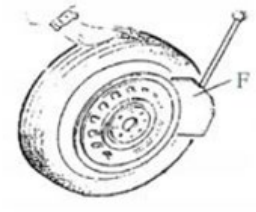

Fig 5
Assicurarsi di far fuoriuscire completamente l'aria dal pneumatico, posizionando il pneumatico contro il tampone di gomma (S). Avvicinare la pala (F) al tallone a circa 10 mm dal bordo del cerchione, come mostrato nella Fig. 5. Premere il pedale stallonatore (U) per spingere la pala nel pneumatico. Ripetere le operazioni di cui sopra in diverse posizioni intorno al pneumatico e su entrambi i lati del pneumatico fino al completo rilascio del tallone. (Fig 5.)